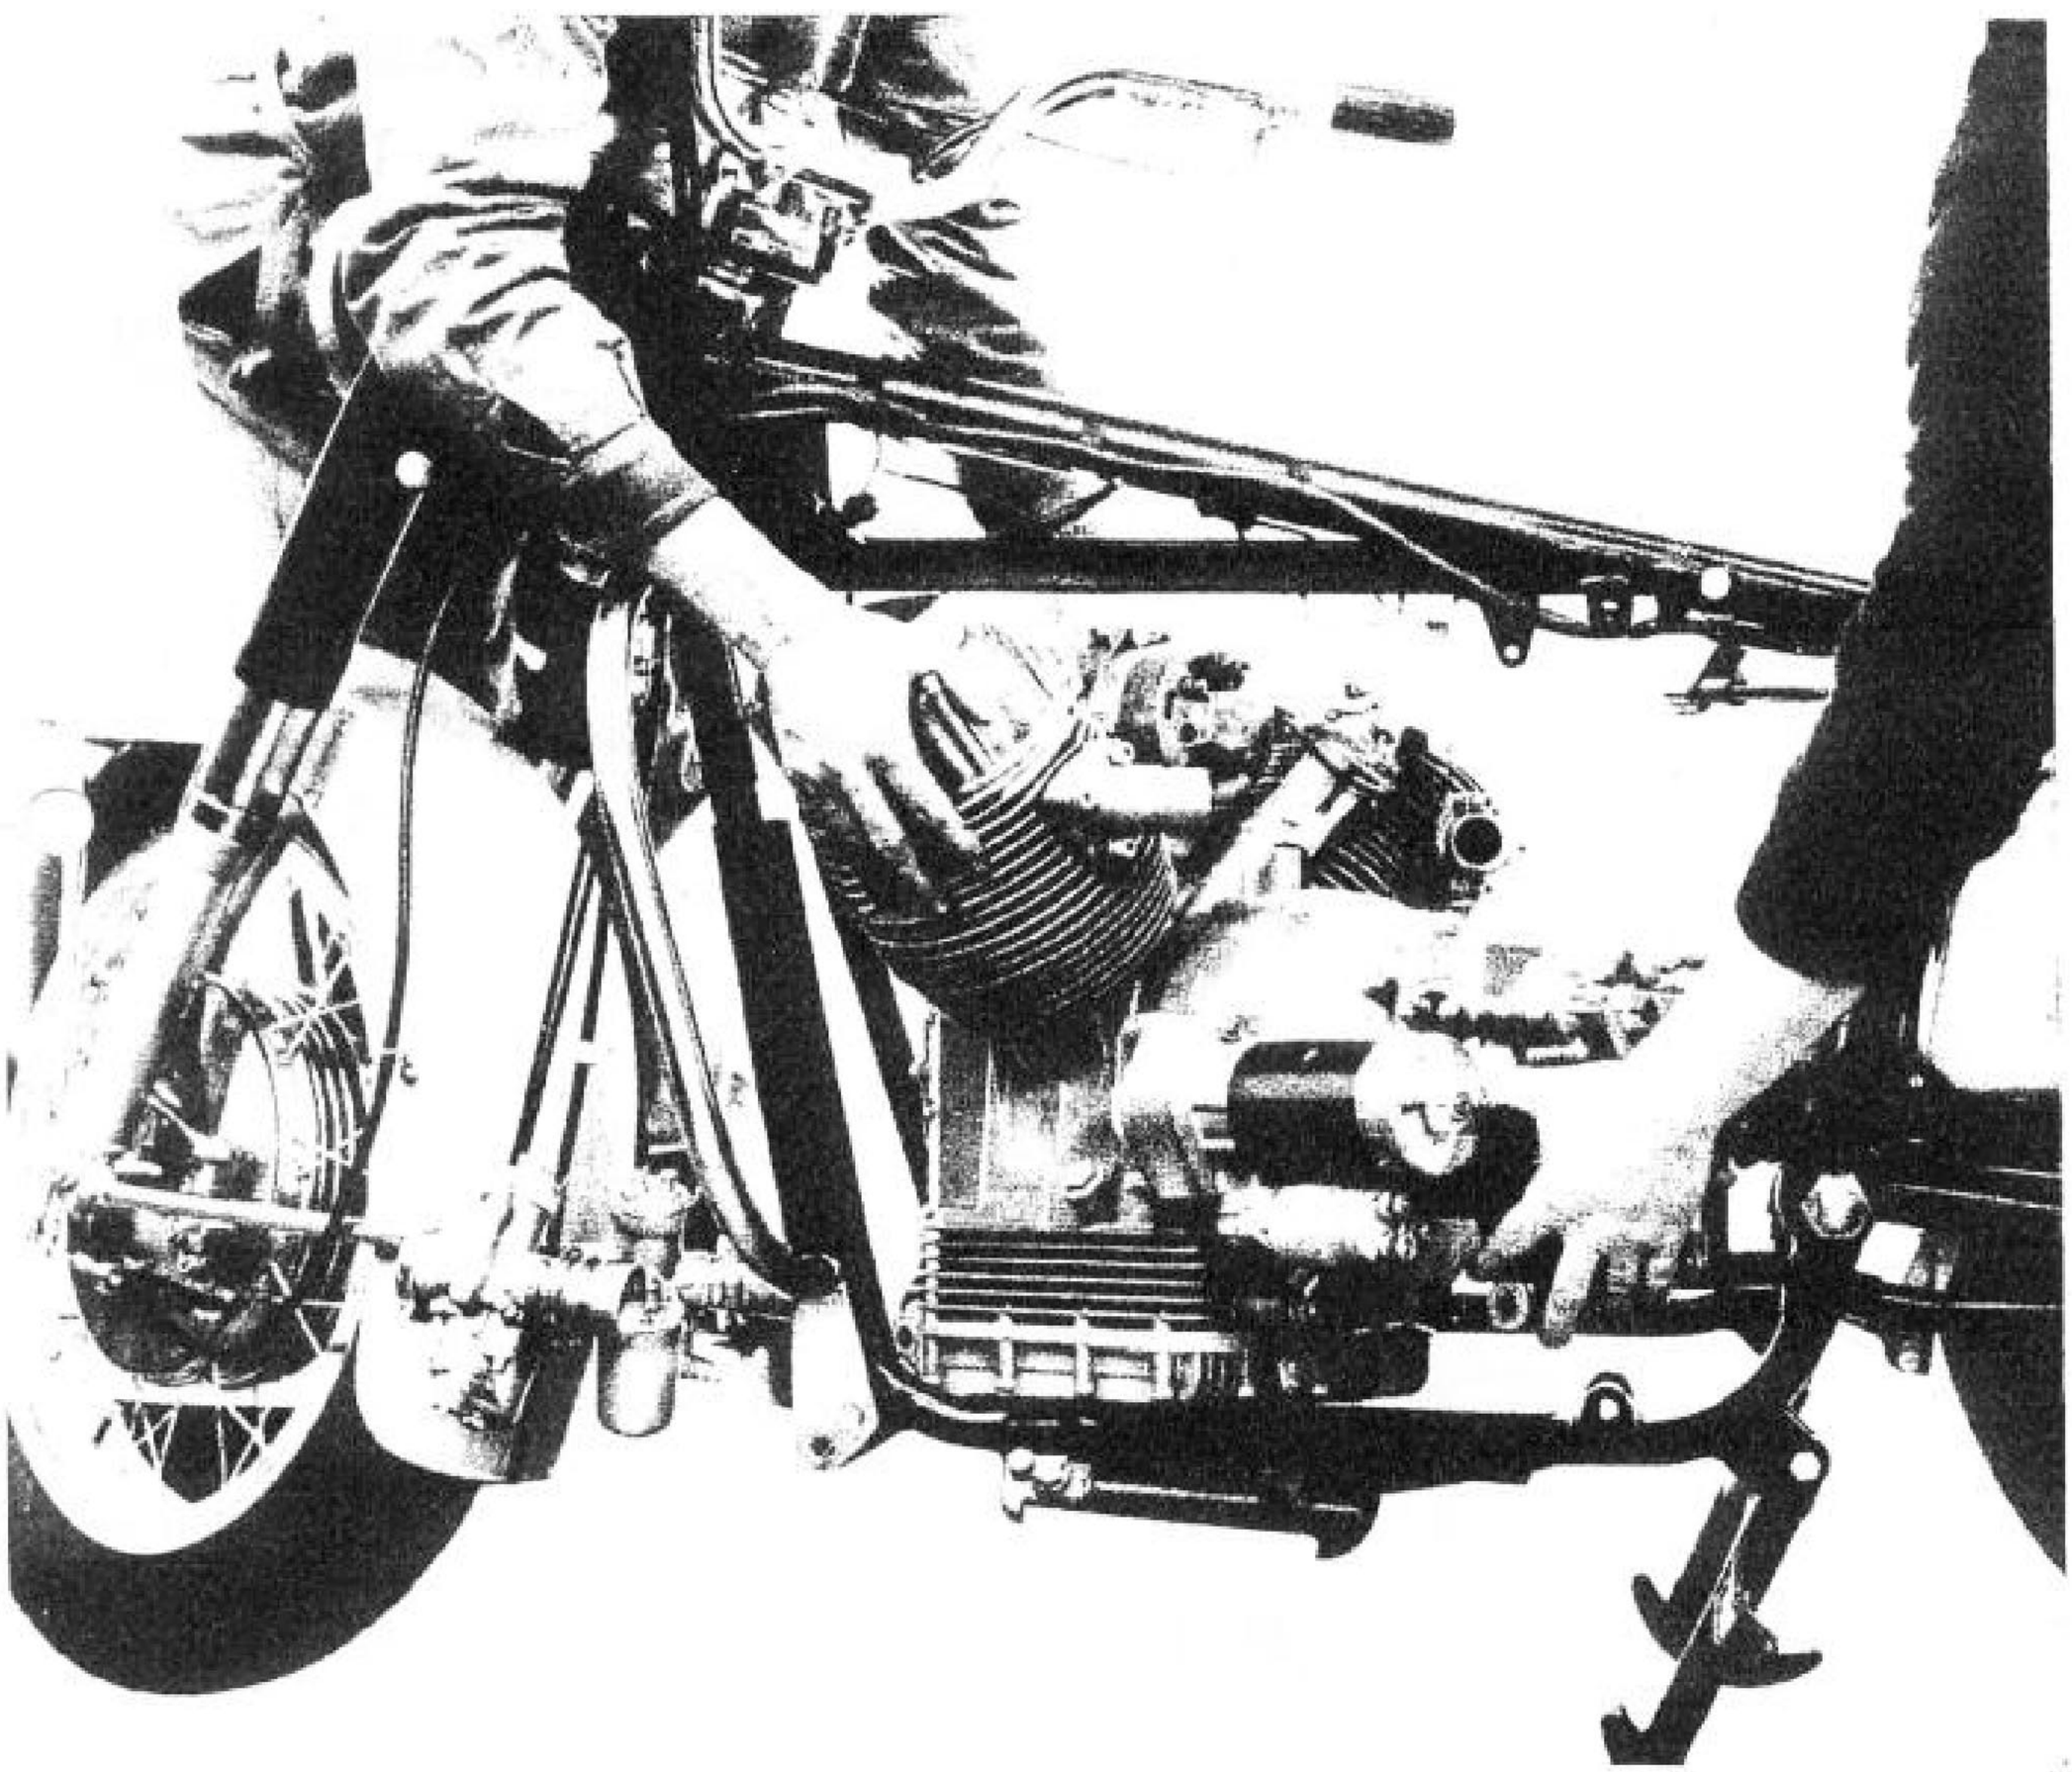

Fig. 8
(vedere fig. 8)
- appoggiare il motore sopra un sostegno e, dopo aver svitato i dadi sfilare i perni che fissano il gruppo motore-cambio al telaio; spostare in avanti (verso la ruota anteriore) il suddetto gruppo, inclinandolo e sfilandolo sulla parte destra del veicolo come è dimostrato in fig. 8.